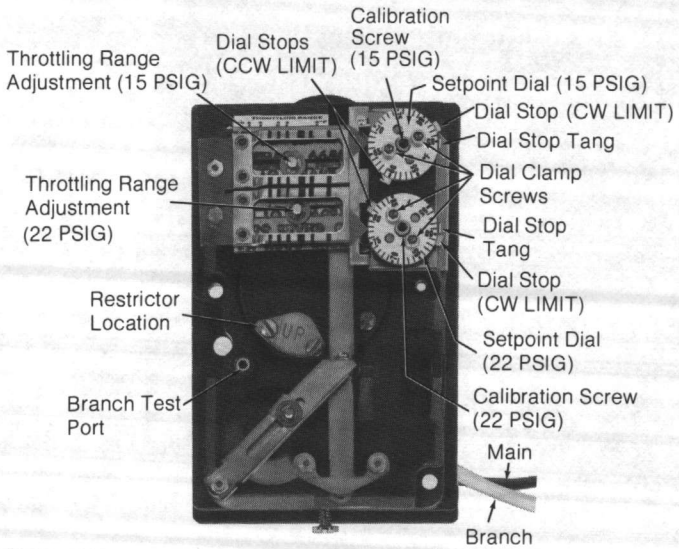

Figure 6.
6. If the throttling range in step 5 is not that desired, move the throttling range slider (Figure 6) in the appropriate direction and repeat steps 2 through 5 until the desired throttling range is obtained.
The 15 psig bimetal is calibrated. To calibrate the 22 psig bimetal, proceed as follows using a special tool (AL-80). Refer to Figure 6.
2. Insert the blade of the tool between the switchover plunger and the switchover lever shown in Figure 6. The top bimetal should be approximately 1/32" off the lever and the bottom bimetal should be in contact with the lever.